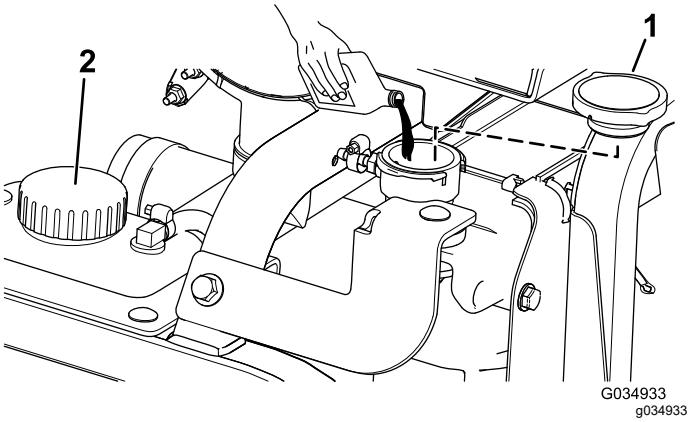

Figur 91
5. Fyll på kylaren med kylvätska tills kylvätskenivån är i jämnhöjd med påfyllningsöppningens kant (Figur 91).